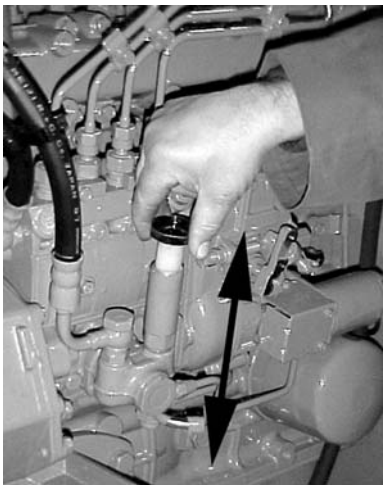

Fig. 5.3.3
- Accionar la bomba de cebado. Ver Fig 5.3.3.